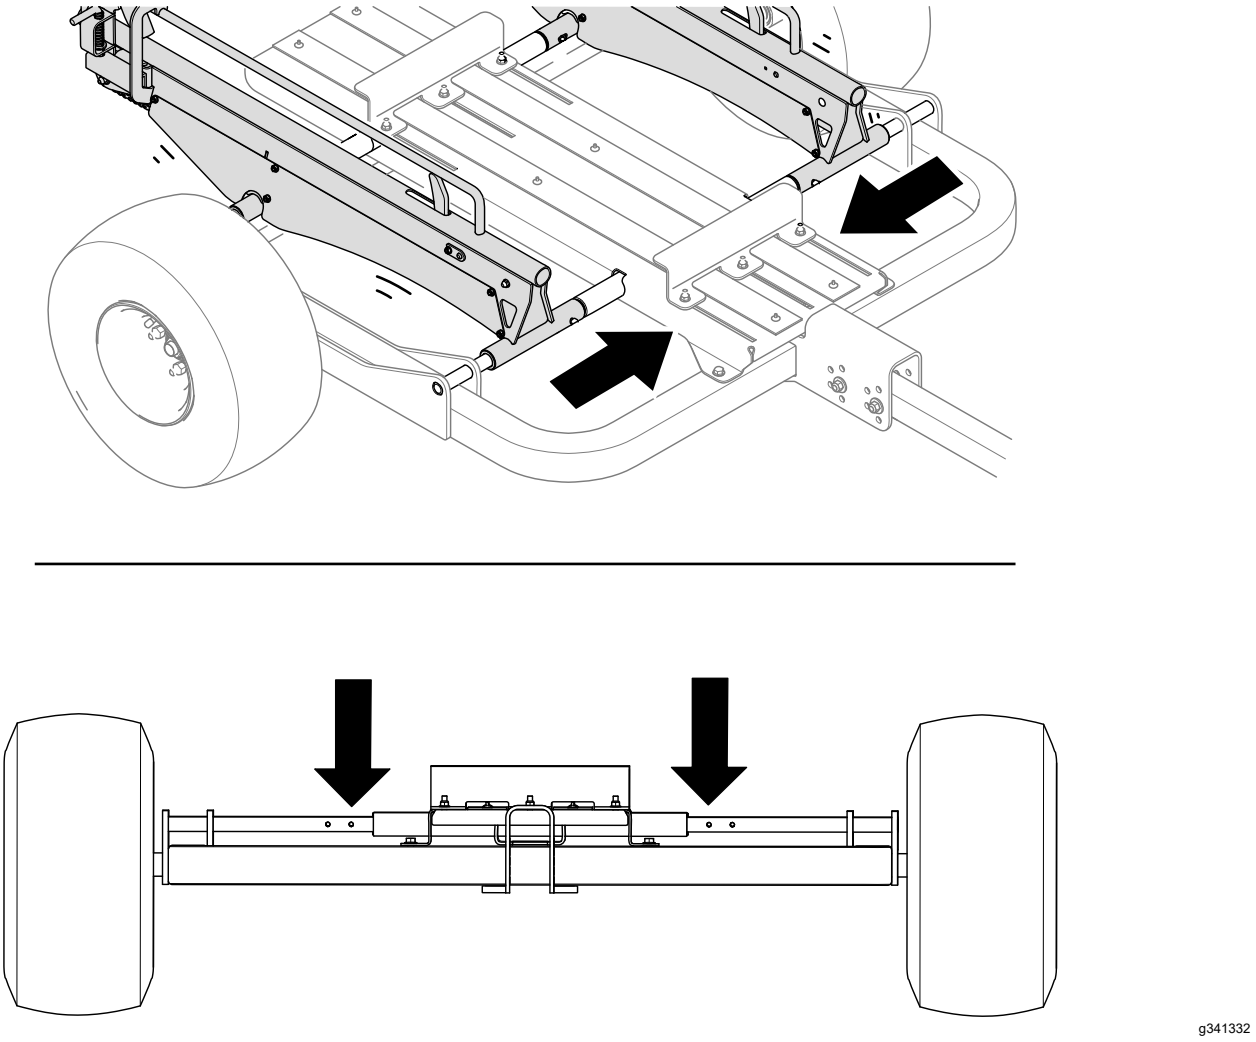

Figuur 24
- De aanhangwagen configureren voor greensmaaiers van 46 cm: gebruik de pennen om de railscharnieren te bevestigen aan de binnenste openingen (Figuur 24).